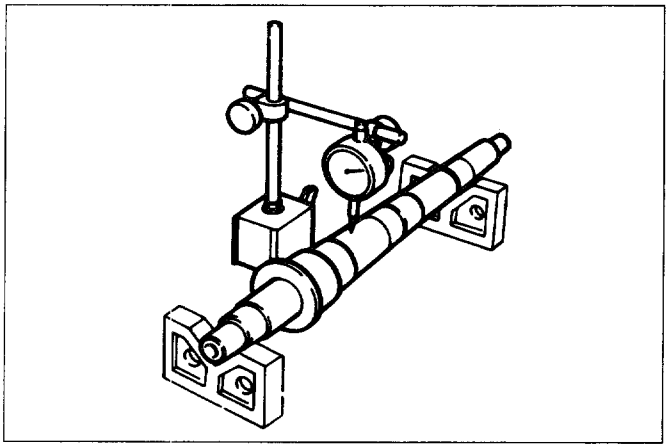

Fig. 7B-84
- Use an inside dial indicator to measure the gear inside diameter (Fig. 7B-85).